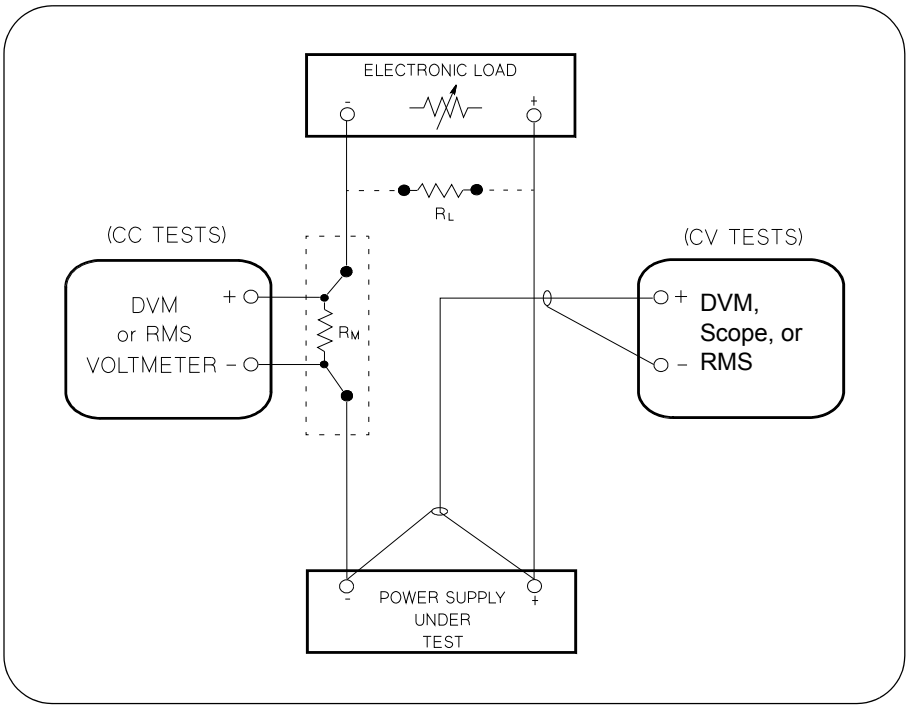

Figure A-1 Performance Verification Test Setup
Most tests are performed at the front terminals as shown in Figure A-1. Measure the dc voltage directly at the (+) and (-) terminals on the front panel.
To eliminate output current measurement error caused by the voltage drops in the leads and connections, connect the current monitoring resistor between the (-) output terminal and the load as a four-terminal device. Connect the current-monitoring leads inside the load-lead connections directly at the monitoring points on the resistor element (see R_M in Figure A-1).
1. Turn off the power supply and connect a digital voltmeter between the (+) and (-) terminals of the output to be tested as shown in Figure A-1.
1 Turn off the power supply and connect a digital voltmeter between the (+) and (-) terminals of the output as shown in Figure A-1.
6. Adjust the transformer to high line voltage (127 Vac for nominal 115 Vac, 110 Vac for nominal 100 Vac, or 253 Vac for nominal 230 Vac). Record the voltage reading on the digital voltmeter immediately. The difference between the digital voltmeter readings in steps (5) and (6) is the CV line regulation. The difference of the readings during the immediate change should be within the limit of (5 mV)* or (9 mV)**.
1 Turn off the power supply and connect the output to be tested as shown in Figure A-1 to an oscilloscope (ac coupled) between (+) and (-) terminals. Set the oscilloscope to AC mode and bandwidth limit to 20 MHz. Connect a resistive load (13.5 Ω)‡ to the terminal at (B) as shown above.
1. Turn off the power supply and connect the output to be tested as shown in Figure A-1 with an oscilloscope. Operate the electronic load in constant current mode.
1. Turn off the power supply and connect a 0.01 Ω current monitoring resistor (R_{M1}) across the output to be tested and a digital voltmeter across the current monitoring resistor (R_{M1}) as shown in Figure A-1.